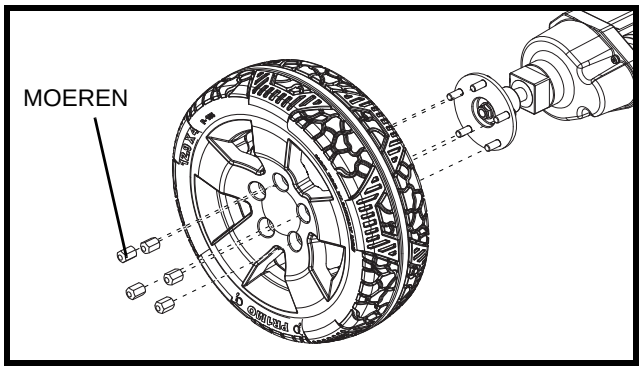

**Figuur 26. Vervagen van de wilen**
3. Verwijer de moeren. **Zie figuur 26**.